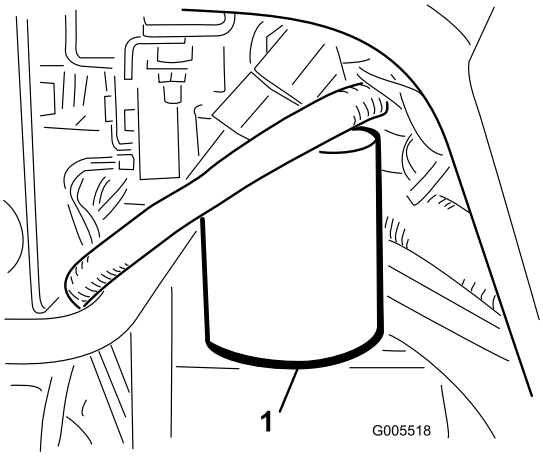

Figur 56
1. Rengör runt området där filtret monteras (Figur 56). Ställ ett avtappningskärl under filtret och ta bort filtret.